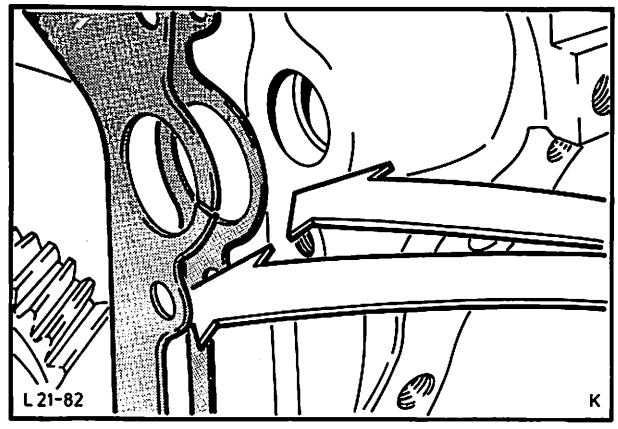

Abb. 114 Zwischenplatte mit Dichtung montieren
42. Zylinderblockstirnseite am äußeren Umfang sowie die Rückseite der vorderen Zwischenplatte mit Dichtmasse bestreichen. Dichtung auflegen und Zwischenplatte zunächst nur handfest an den Zylinderblock montieren, Abb. 114. Zur Führung zwei weitere Schrauben in die unteren Bohrungen der Zwischenplatte schrauben und nach dem Festziehen der Zwischenplatte wieder entfernen.